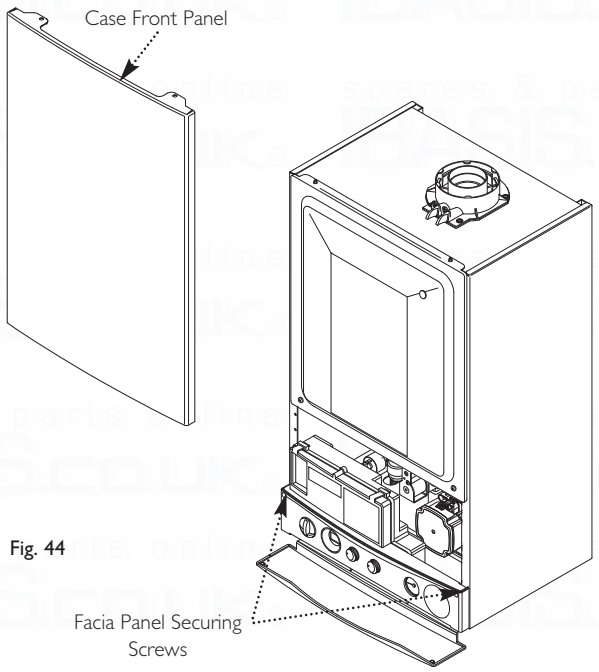

Fig. 44
3. Slacken the screws securing the facia panel. Lift the outercase panel so that its securing tabs are clear of the facia. Remove the panel, allowing the facia to hinge down (Fig. 44).